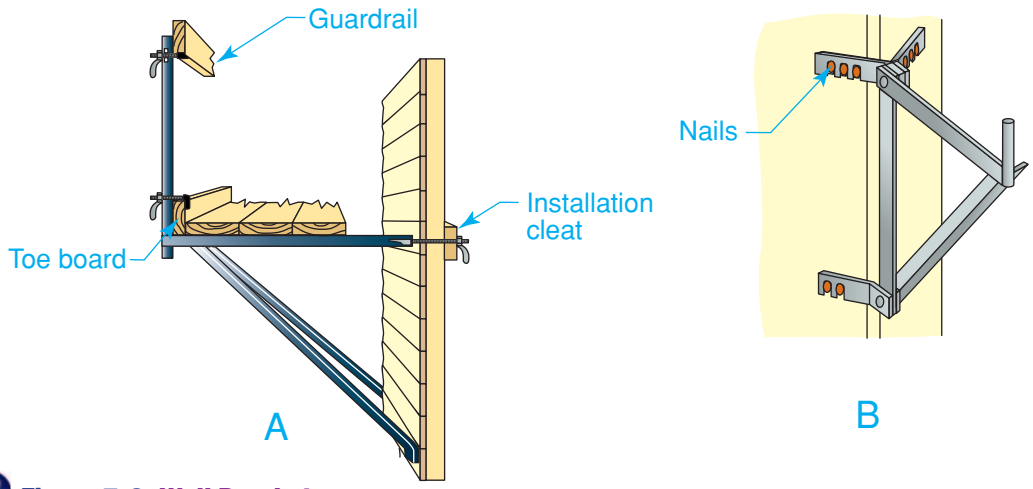

Figure 7-9 Wall Brackets
- Provide proper guardrails. Add toe boards when required on planks. A toe board is a lip on the edge of the scaffold platform that prevents a worker's foot from sliding off of the platform. See examples of a toe board in Figure 7-9 on page 208.
Special brackets are available that can be attached to the frame of a structure. Scaffold planks are then laid on the brackets to form a platform. Some brackets are nailed to sidewall studs while others are bolted to them, as in **Figure 7-9**. Nail-attached wall and corner brackets are secured with 20d nails driven into the stud at an angle through the tapered holes in the bracket. This allows the brackets to be easily removed without pulling the nails. Any nails remaining after the brackets have been removed can be driven flush.